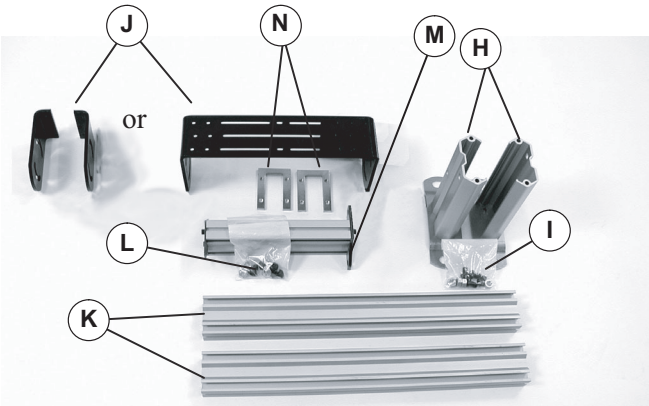

Figure 2
1. Open standard stand hardware pack (Figure 2, item I).